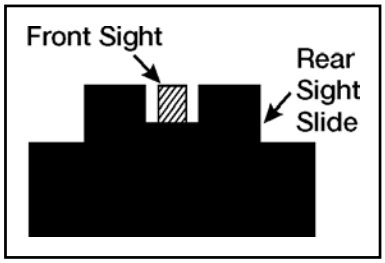

Figure 071-312-3031-1. Sight alignment
a. Obtain sight alignment by centering the front sight blade in the aperture of the rear sight with the top of the front sight blade even with the top of the rear sight slide (figure 071-312-3031-1).
b. Obtain a sight picture by centering the target over the front sight blade so it appears to rest on top of the front sight blade and on top of the rear sight slide (figure 071-312-3031-2).